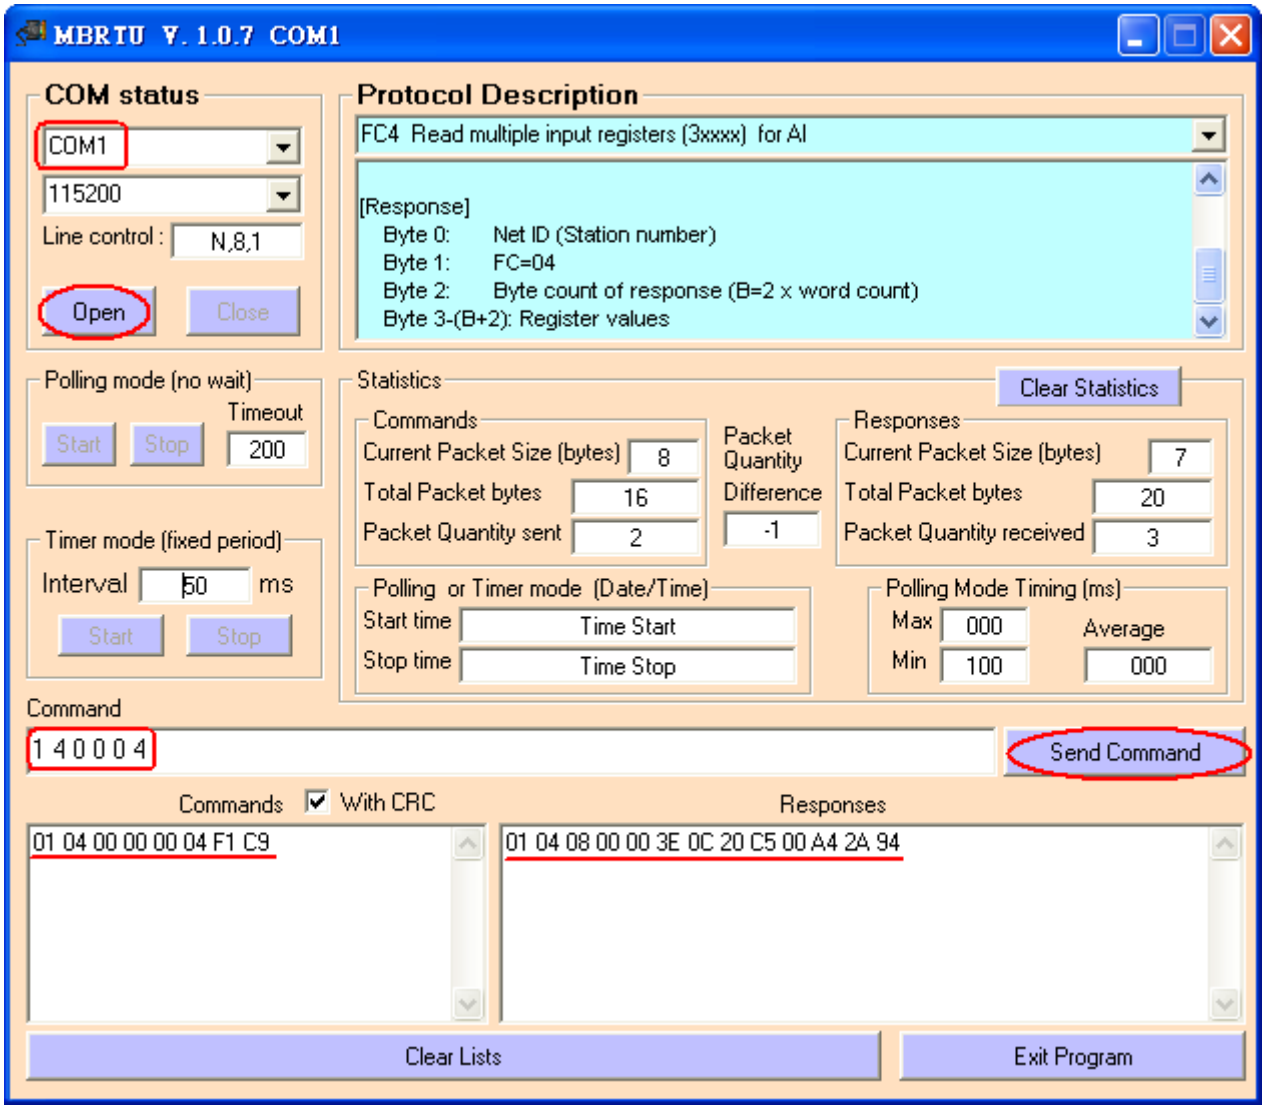

Figure 5-2 Receive HART Command 1 data
(2) The below demo will use the free MB/RTU tool provided by ICP DAS to show HART command 1 data. (Download from http://ftp.icpdas.com.tw/pub/cd/8000cd/napdos/modbus/modbus_utility/)
(3) Run "MB/RTU" tool. Set the com port settings the same with HART-710 (Baud Rate / Data Bits / Stop Bits / Parity) and then click "Open" button to connect to HRT-710 like Figure 5-2.
(4) Input "1 4 0 0 0 4" in "Command" field and click "Send Command" button to send the modbus command. The HART command 1 data will be received in "Responses" field => "01 04 08 00 00 3E 0C 20 C5 00 A4 2A 94" like Figure 5-2.